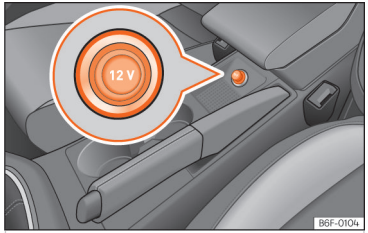

Abb. 133 12-Volt-Steckdose im Fahrzeug.
- Ziehen Sie den Stecker in der Mittelkonsole aus der Steckdose heraus ››› (Abb. 133).